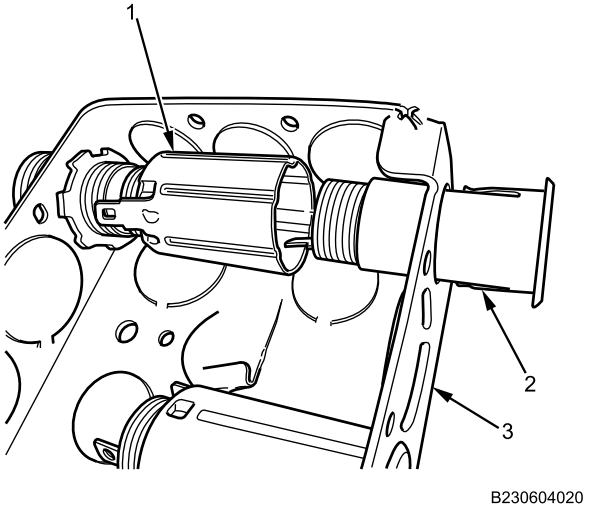

Figure 4. Junction Box.
5. Turn 12V socket retainer (Figure 4, Item 1) counterclockwise to unscrew from 12V socket (Figure 4, Item 2) and remove from junction box (Figure 4, Item 3). Set junction box aside.